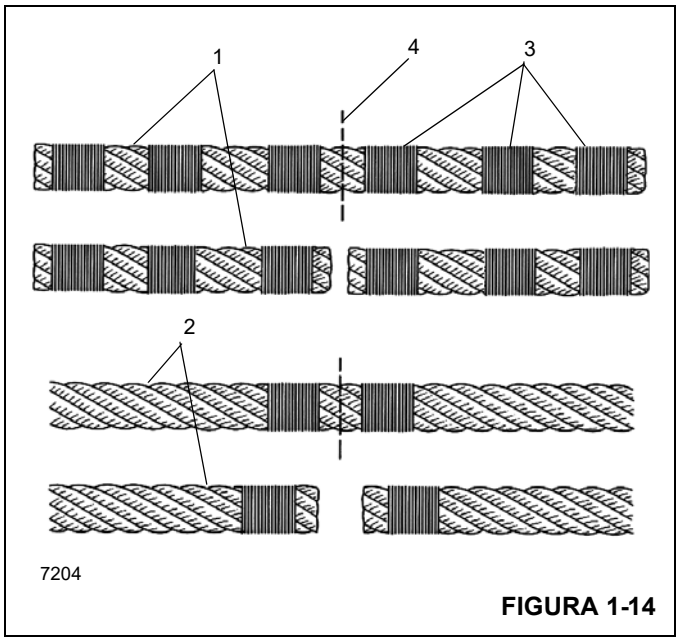

FIGURA 1-14
NOTA: Los cables no preformados (1) (Figura 1-14) deben tener tres sujeciones (3) ubicadas en cada lado del corte (4) comparado con el cable preformado (2).